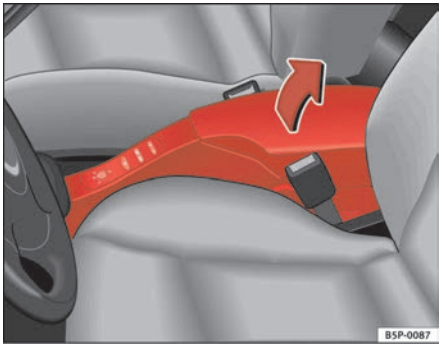

Fig. 101 Front armrest with stowage area
– To open the stowage area, lift the armrest up in the direction of the arrow ⇒ fig. 101 and then lift the cover.